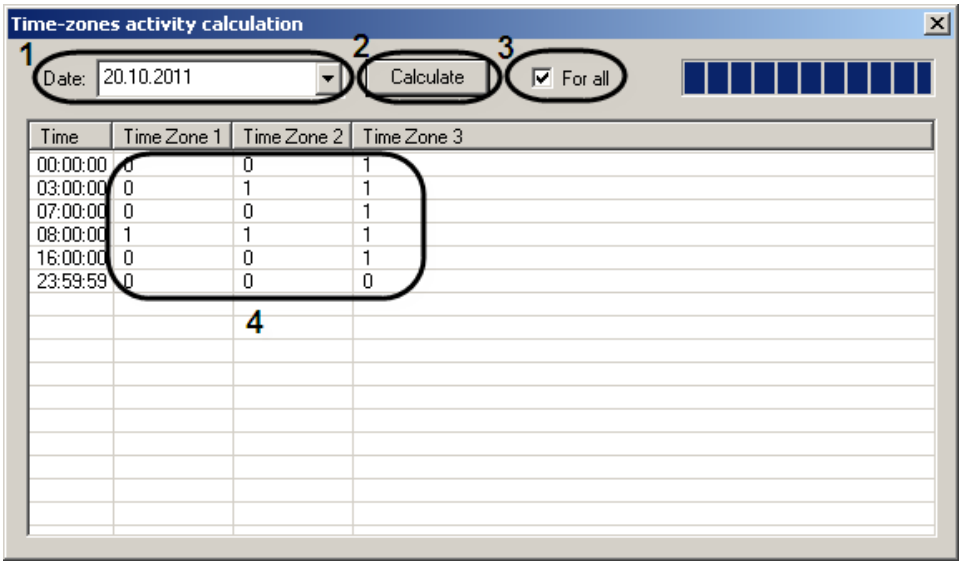

Figure 8.24-6 The “Time-zones activity calculation” box
The “Time-zones activity calculation” box appears (Figure 8.24-6).
2. Select the required date in the “Date” list (Figure 8.24-6, 1).
3. If the data on all time zones created in the system is to be displayed, then set the “For all” checkbox (Figure 8.24-6, 3).
4. Click the “Calculate” button (Figure 8.24-6, 2).
As a result the table with active time zones (marked “1”) and inactive time zones (marked “0”) is created (Figure 8.24-6, 4).